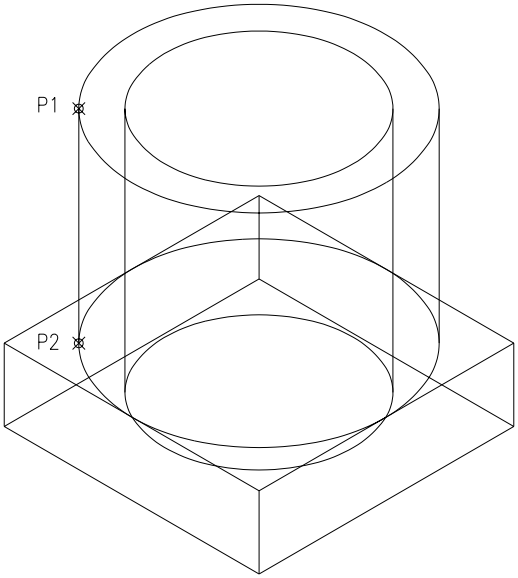

Fig. 8.8
6. Completarea cilindrilor prin trasarea generatoarelor acestora (fig. 8.8). Pentru aceasta, este indicat activarea modului **„osnap-*Tangent*”** urmând traseul: